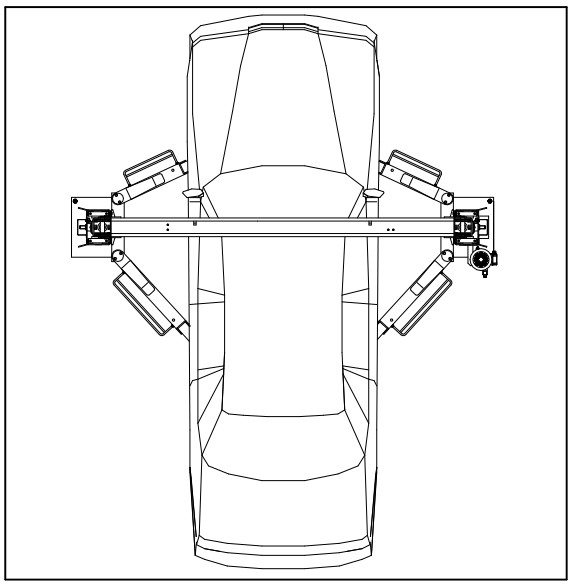

Fig. 10 Véhicule correctement chargé
Il est important de placer le véhicule pour répartir correctement son poids sur les bras (fig. 10). Pour la sécurité des personnes et du matériel :
• Le véhicule est correctement positionné (fig. 10).